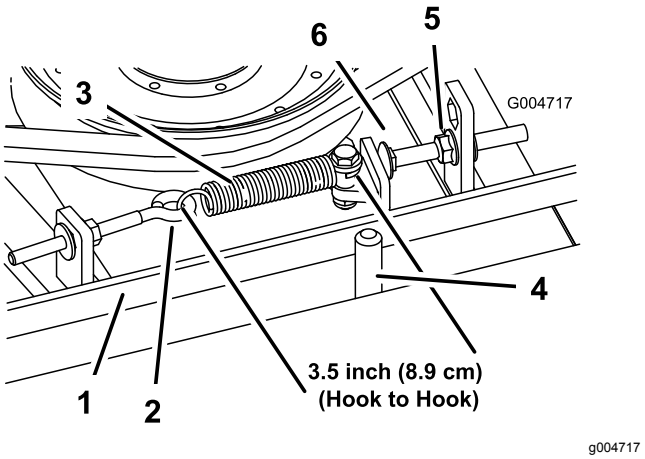

Figuur 97
Als de drijfriem de juiste spanning heeft, moet de binnenmeting van de trekveer (haak tot haak) ongeveer 8,27 tot 9,53 cm bedragen. Als de veer de juiste spanning heeft, moet u de aanslagbout (slotbout) afstellen totdat de afstand tussen de kop van de bout en de arm van de spanpoelie ongeveer 0,17 tot 0,47 cm is (Figuur 97).
Opmerking: Plaats de riem aan de kant van de riemgeleider die naar de veer is gekeerd (Figuur 97).
2. Draai de oogbout los om de trekveer te kunnen verwijderen (Figuur 97).
3. Maak de flensmoer los waarmee de aanslagbout aan het lipje is bevestigd en trek de spanpoelie weg van de riem om de riem te ontspannen (Figuur 97).
9. Bevestig de trekveer (Figuur 97) aan de oogbout en span de riem als volgt: